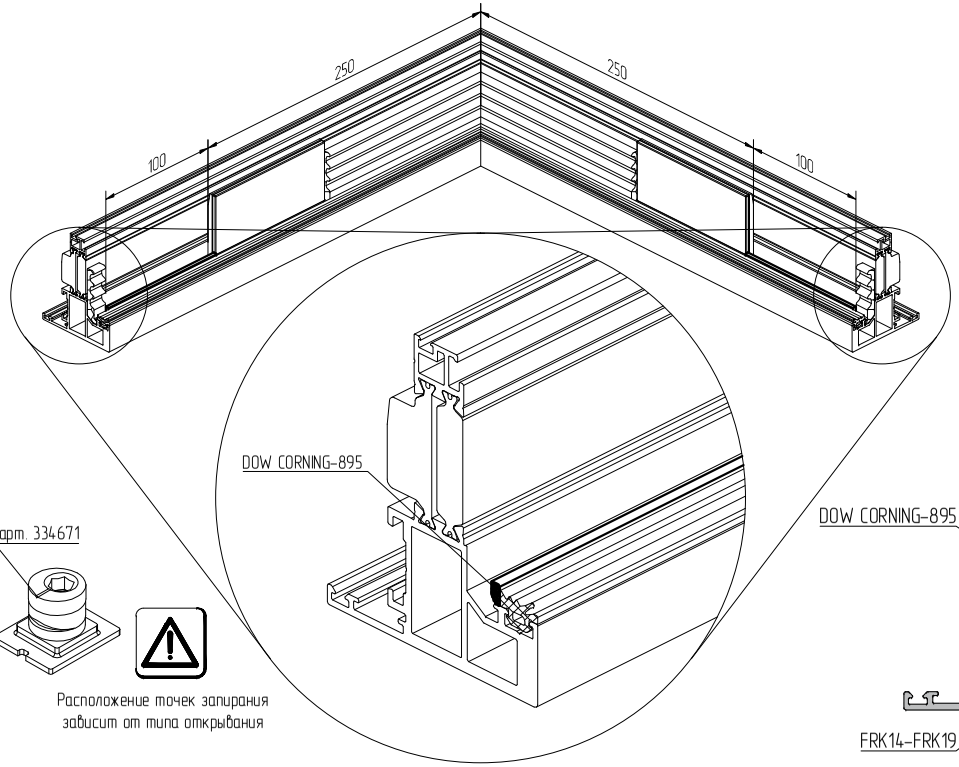

Рисунок 1
5. В выделенных зонах клеевых швов нанести на поверхность профиля слой герметика «DOW CORNING-895» параллельно уплотнителю EPDM. Слой герметика должен быть на 2-3 мм выше поверхности прилегания уплотнителя к заполнению (рис. 1).